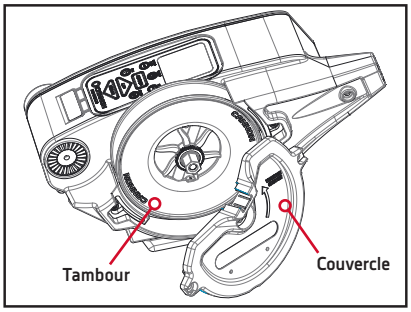

Figure 21
3. Retirez le couvercle. Vous avez maintenant un accès complet au tambour. (Figure 21 & 22)